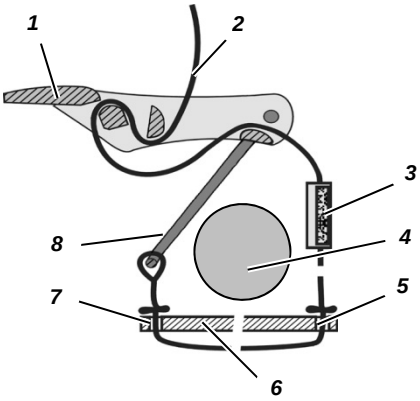

Fig. 43 Korte cilinderriem
(1) Voer de cilinderriem (→ Fig. 43) eerst door de sleuf in de rugplaat (aan de rechterzijde van de uitrustingsdrager), daarna door de rechtersleuf in de rugplaat en vervolgens door de cilinderklamp - trek de cilinderklamp verticaal.
(2) Druk de klittenbandsluiting op de cilinderriem met de gevoerde zijde naar buiten wijzend.